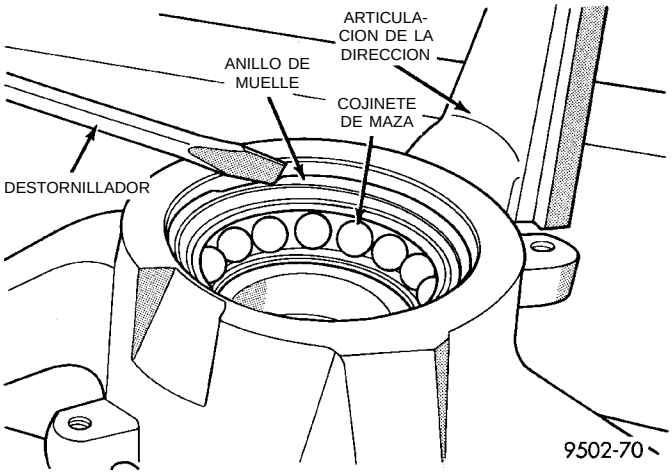

Fig. 46 Desmontaje del anillo de muelle de retención del cojinete de maza
PRECAUCION: Debe utilizar gafas de seguridad o protegerse el rostro siempre que vaya a retirar el anillo de muelle que sujeta el cojinete de maza en la articulación de la dirección (Fig. 46). Al retirar el anillo de muelle de la articulación de la dirección, el anillo podría salir disparado con gran fuerza y causar daños personales.
(6) Con un destornillador, (Fig. 46) retire el anillo de muelle que sujeta el cojinete de maza en la articulación de la dirección.